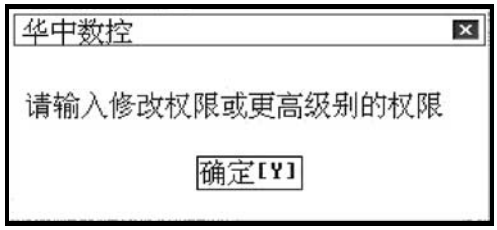

图 9.3.4 系统提示：修改参数前应先输入权限
(5) 用▲、▼、**Pgup**、**Pgdn** 等键移动蓝色亮条到要查看或设置的选项处；
(6) 如果之前没有输入权限或者输入的权限级别比设置修改此项所需的权限低，则只能查看参数，按 **Enter** 键，系统将弹出如图 9.3.4 所示的提示对话框；